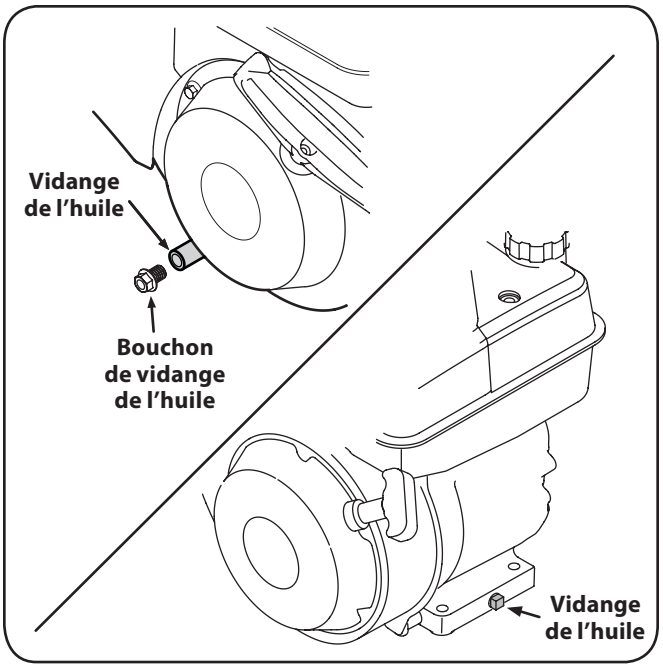

Figure 6-2
3. Localisez le bouchon de vidange de l'huile s'il y en a un (voir la notice d'utilisation'de l'équipement pour des instructions supplémentaires). Voir la Figure 6-2.
6. Retirez le bouchon de vidange de l'huile. Voir la Fig. 6-2.